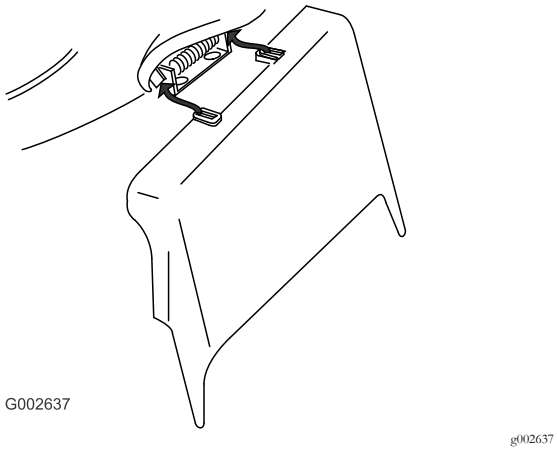

Figure 32
3. Montez l'éjecteur latéral et rabattez le volet sur l'éjecteur (Figure 32).